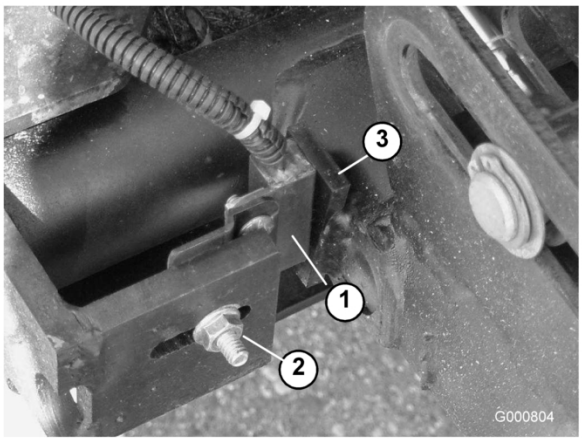

Figura 77
- Allentate il dado del bullone a testa tonda che fissa la staffa portainterruttore del braccio di sollevamento al braccio di sollevamento n. 4, 6 o 7 (Figura 77). N. 4 illustrato.